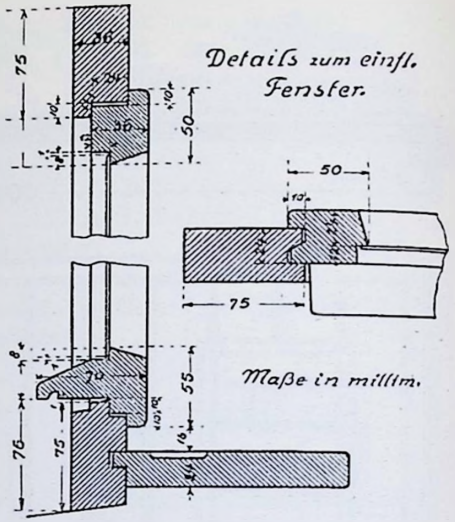

Abb. 61.
5. Fertige die Holzliste für ein einflügeliges Fenster 50 cm × 42 cm im Mauerlichten! Futterweiten 62,5 cm, Futterhöhen 50 cm, Flügelweiten 50 cm, Flügelhöhen 39 cm, 25% Verschnitt. Breiten- und Stärkenmaße entnimm der Detailzeichnung! (Abb. 61).